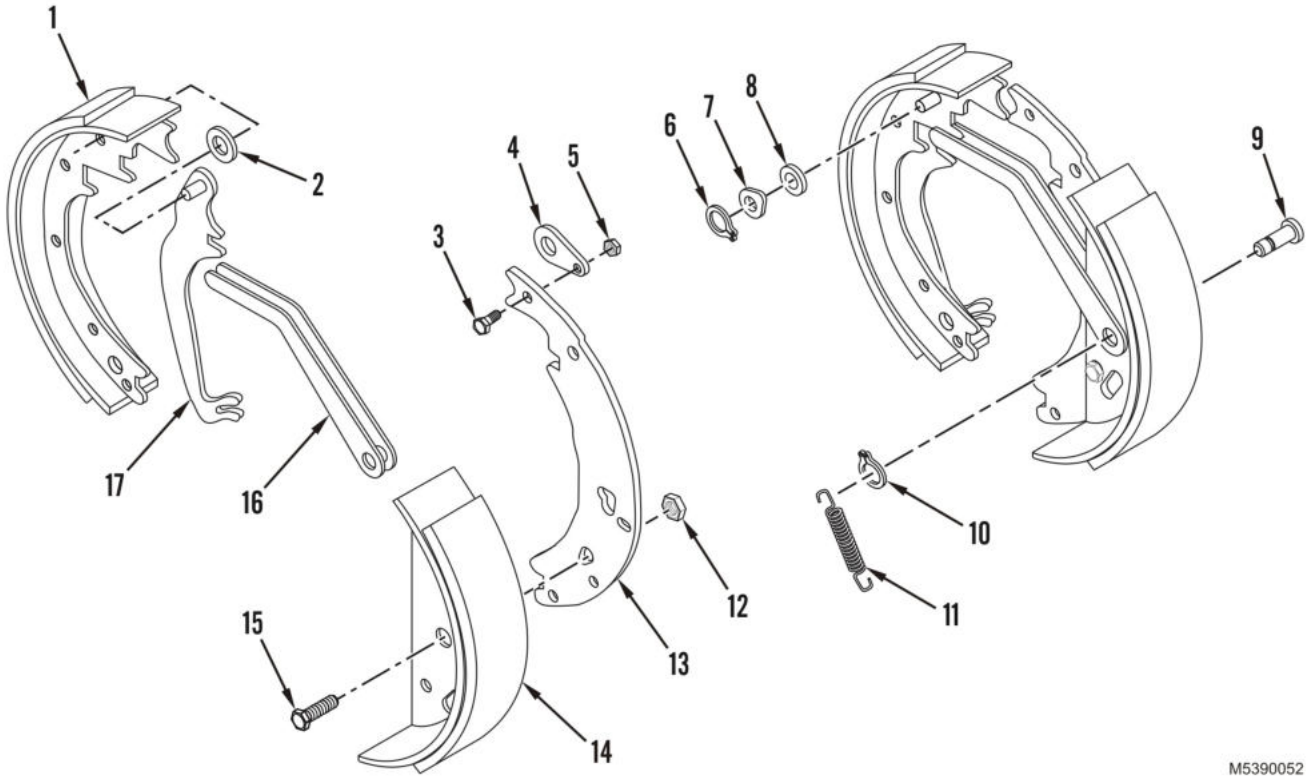

Figure 9. Service Brakeshoe Assembly.
5. Install travel link (Figure 9, Item 4) to backing shoe lever (Figure 9, Item 13) with capscrew (Figure 9, Item 3) and new locknut (Figure 9, Item 5). Measure clearance between backing shoe lever and travel link. Tighten locknut and capscrew to ensure 0.03 in. (0.79 mm) clearance.
6. Install capscrew (Figure 9, Item 15) and new locknut (Figure 9, Item 12) securing backing shoe lever (Figure 9, Item 13) to new front brakeshoe (Figure 9, Item 14). Tighten locknut and capscrew to ensure 0.03 in. (0.79 mm) clearance between backing shoe lever and front brakeshoe.
7. Install pin (Figure 9, Item 9) and retaining ring (Figure 9, Item 10) securing parking shoe lever (Figure 9, Item 16) to front brakeshoe (Figure 9, Item 14) and backing shoe lever (Figure 9, Item 13).
8. Install spring (Figure 9, Item 11) to front brakeshoe (Figure 9, Item 14) and pin (Figure 9, Item 9).
9. Install transporter washer (Figure 9, Item 2) to parking brake link (Figure 9, Item 17) and install parking brake link to new rear brakeshoe (Figure 9, Item 1). Install transporter washer (Figure 9, Item 8), a new spring washer (Figure 9, Item 7), and spring tension clip (Figure 9, Item 6) securing parking brake link to rear brakeshoe.